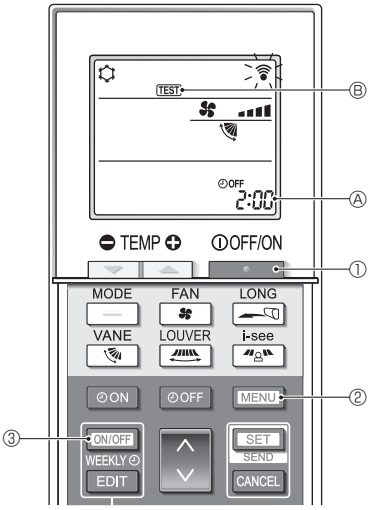

Fig. 7-5
■ **Test run (Fig. 7-5)**
1. Press the [ ] button ① to stop the air conditioner.
- If the weekly timer is enabled (WEEKLY is on), press the [ON/OFF WEEKLY] button ③ to disable it (WEEKLY is off).
2. Press the [MENU] button ② for 5 seconds.
3. Press the [MENU] button ②.